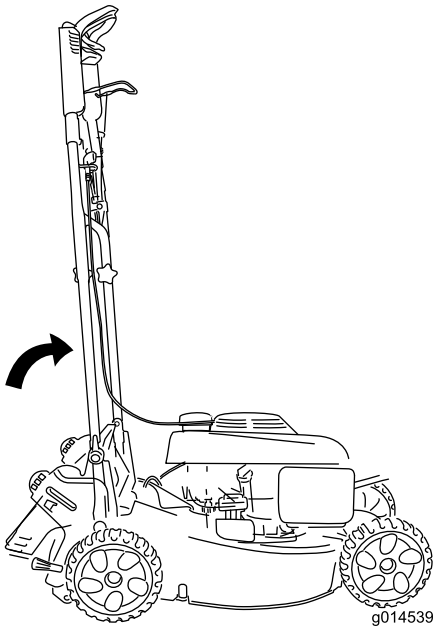

Figuur 29
- Om de maaier zo compact mogelijk op te bergen, brengt u de handgreep in de verticale stand (zie Figuur 29) en vergrendelt u de handgreep.